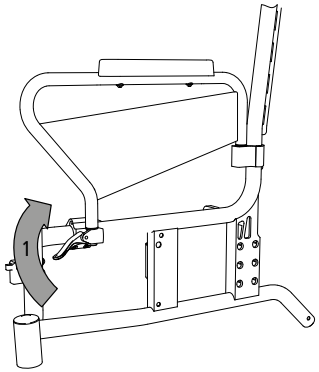

afb. 10
1. Open hiervoor eerst de vergrendelinghendel van de voorste klem (1, afb. 10).